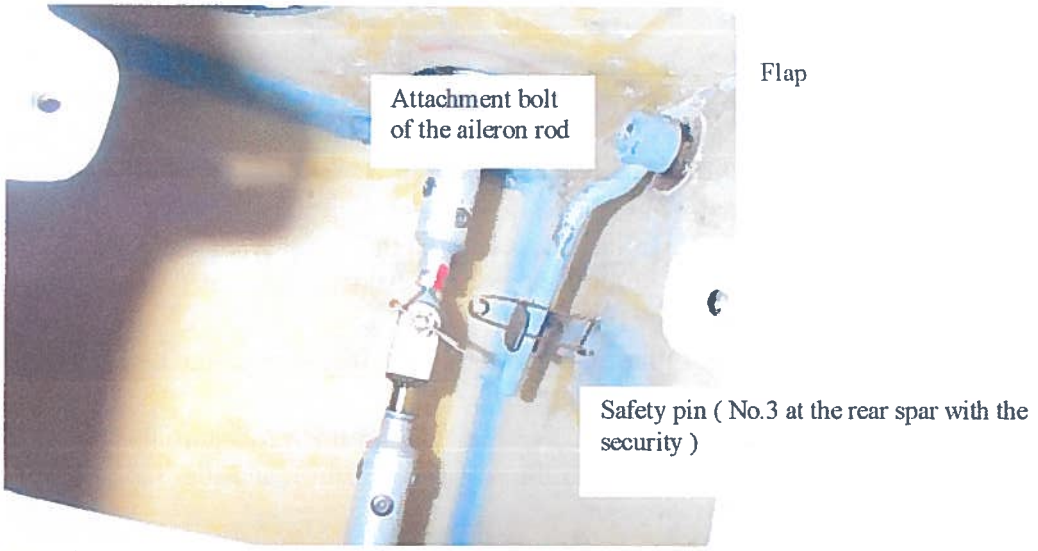

Fig. 4. Connecting bolt + safety pin of aileron connection.
4. Insert rear spar into the fitting to lecate the rear spar to the centre section. Secure all 6 pins with safety pins (Fig.4).
7. Connect the aileron control rod with the rod in the wing centre section and secure the nut (Fig.4) with the safety pin. Than tight the fuel houses clamps.